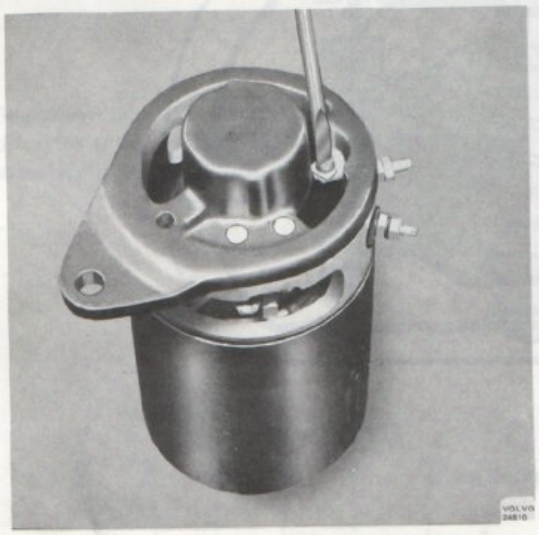

Bild 6. Borttagning av skruv för strömskena
3. Ta bort skruvarna vilka håller generatorns hus och lagersköldar tillsammans. Lossa därefter förbindningsskenan enligt bild 6.
10. Anslut förbindningsskenan för huvudströmmen vid den positiva elborsten bild 6. Innan generatorn monteras bör den provköras i bänk. Se "PROVNING AV GENERATOR I PROVBÄNK".